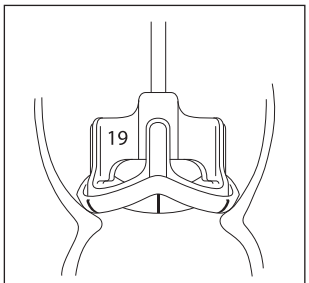

図6
2)円筒側が適切であることが確認できたら、1)で選んだサイザーのレプリカ側（図4）を使い、縫着輪を弁輪の上部にフィットするか確認します（図6）。レプリカ側がフィットしていた場合、そのサイザーに表記されているサイズの弁を植込みます。